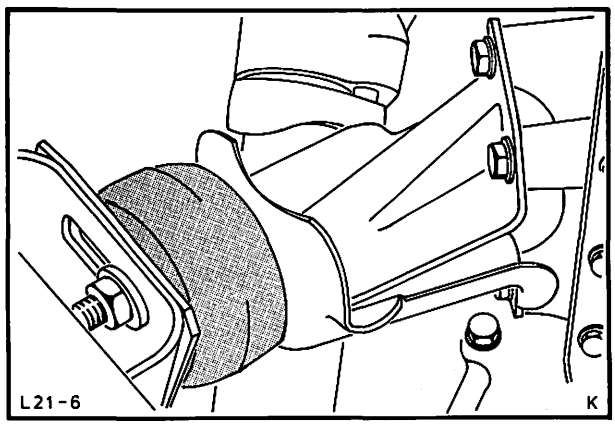

Abb. 11 Gummipuffer – Motorträger abschrauben, „B“-Motor
7. Anlasser ausbauen (2 bzw. beim „B“-Motor 3 Schrauben). Muttern – Gummipuffer (2 Stück), Abb. 11, von Motorträger und Auspuffrohr(e) von Auspuffkrümmer(n) lösen.